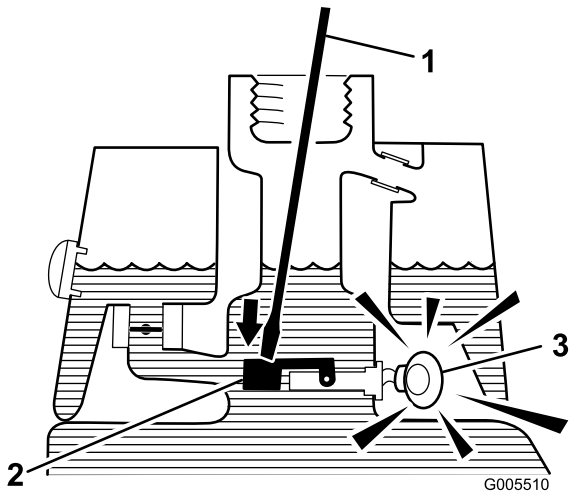

Figur 28
3. Sæt en ren stang eller skruetrækker ind i tankens studs, og tryk ned på svømmerkontakten (Figur 28). Alarmen bør lyde efter et sekunds forsinkelse.